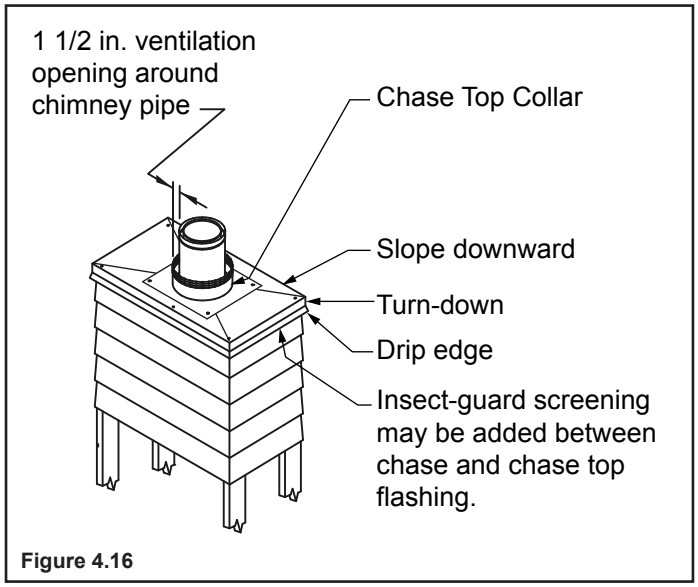

Figure 4.16
- Include a minimum 1 in. turn down and a 1/2 in. drip edge (optional) to prevent water from seeping into the chase. Refer to Figure 4.16.
- When installed, the bottom of the chimney cap must be at least 6 in. above the flashing (Figure 4.16).